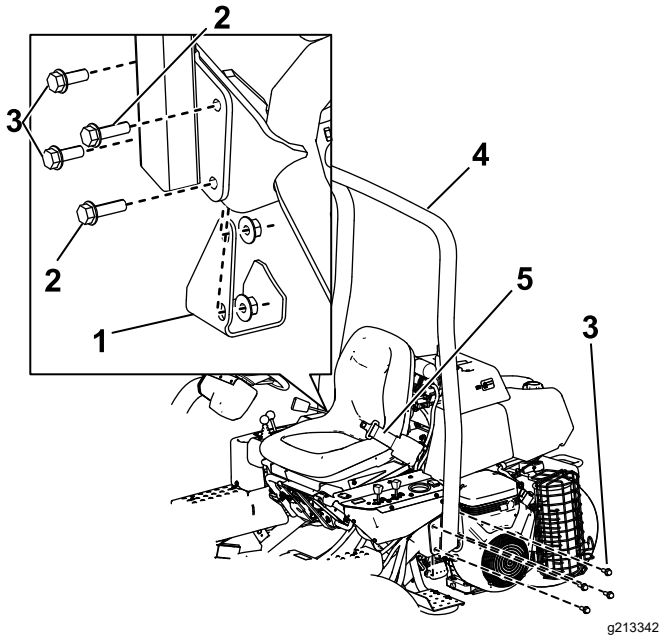

Figure 4
2. Abaissez l'arceau de sécurité (Figure 4) sur les supports de montage en alignant les trous de fixation.
3. Fixez le côté gauche de l'arceau de sécurité au support de montage avec 4 boulons (½ x 1½") et contre-écrous (Figure 4).
5. Fixez le côté droit de l'arceau de sécurité et l'appui de cric déposé précédemment sur le support de fixation au moyen de 2 boulons (½" x 1½"), 2 boulons (½" x 1¾"), 1 rondelle et des contre-écrous, comme montré à la Figure 4.